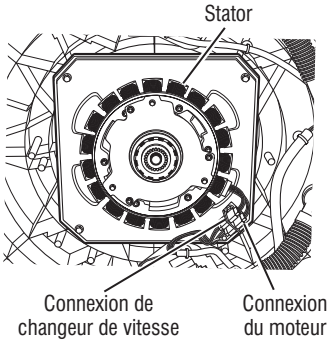
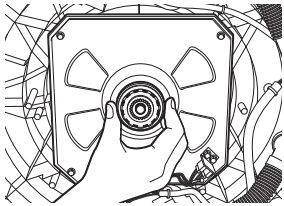

Figure 3b - Couvercle du moteur enlevé
Figure 4 - Contrôle physique du mécanisme coulissant et de sa mobilité
12. Retirer le boulon du moteur, puis le couvercle du moteur (voir Figure 3b). Retirer le stator du moteur et la bobine du changeur de vitesse, puis confirmer que le mécanisme coulissant sur l'arbre moteur se déplace librement (voir Figure 4).
10. Incliner la laveuse vers l'arrière (si ce n'est pas déjà le cas) pour débrancher le connecteur du moteur et, au moyen d'un ohmmètre, vérifier les résistances au niveau du connecteur du moteur d'entraînement (voir Figure 3b, page 40).
11. Retirer le boulon du moteur, puis son couvercle (voir Figure 3b, page 40).